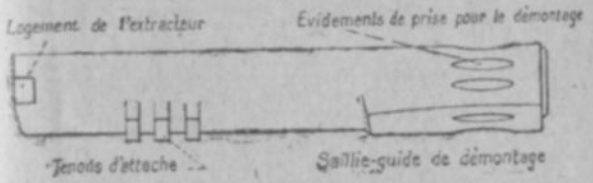

Fig. 4. — Canon.
3. Canon (fig. 4) : les trois *tenons d'attache;* les *évidements de prise* pour le démontage; le *logement de l'extrac-*